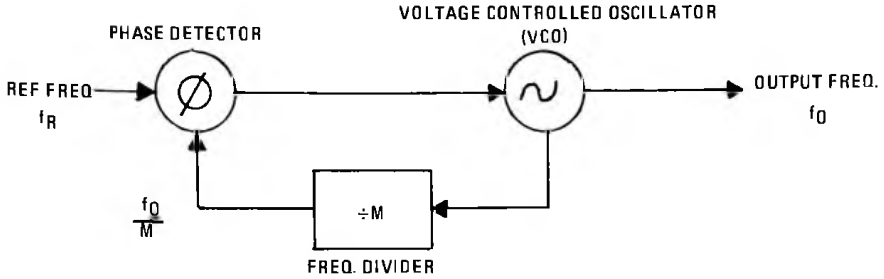

Figure 1. Simple Phase Locked Loop
In addition, a phase-locked loop may include a frequency divider in the feedback loop to obtain multiples of the reference frequency from the VCO. Figure 1 shows a simple phase-locked loop with a frequency divider. One input frequency to the phase detector is a stable reference, the other is the divider output. The loop works by forcing the two frequencies to be exactly equal. It does this by electrically tuning the VCO. When the VCO is tuned to the frequency at which $f_o \div M = F_R$, the loop is said to be locked. For example, in the RF-131, assume that the VCO is electrically tunable in the vicinity of 1.7000kHz, that the reference frequency is 1kHz, and that the ÷M ratio is 17000. The feedback of the loop will force the VCO frequency to exactly $f_o = (M)$ (1kHz) = 17000kHz. Other frequencies are synthesized simply by changing the division ration of the ÷M. For example:
*These numbers apply only to the simplified circuit of Figure 1, not the actual module.